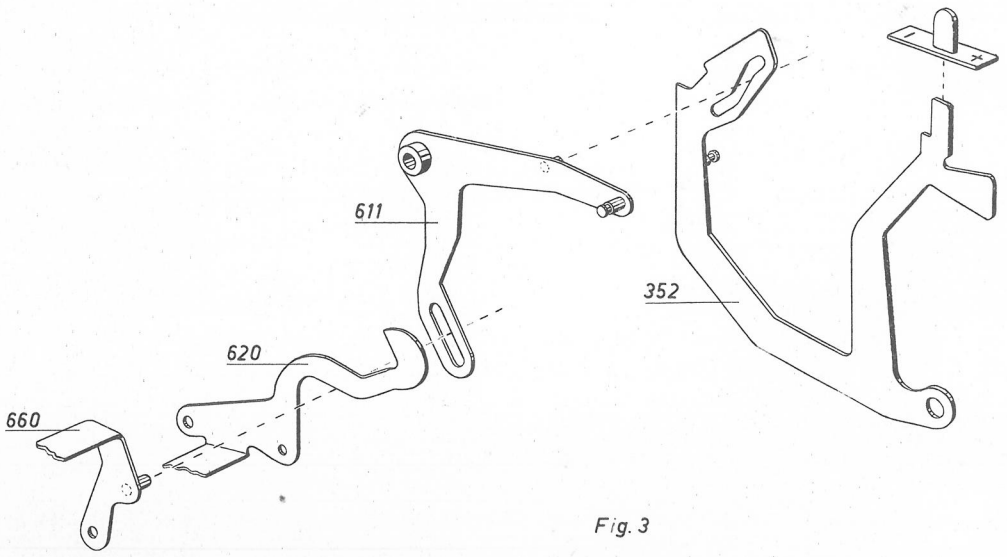

Fig. 3
Diese Arbeitsweise der Tastenhebelgruppen trifft für den Fall zu, dass der Plus/Minus-Schaltarm (352,Fig.3) in seiner Grundstellung, d.h. auf Plus steht.
In diesem Abschnitt wollen wir lediglich die Arbeitsweise der Tastengruppen bei Minusstellung des Schaltarmes (352) klarstellen: Der Plus/Minus-Schaltarm (352, Fig. 3) ist durch den Zwischenhebel (611, Fig. 3) mit dem Bügel (660) verbunden.